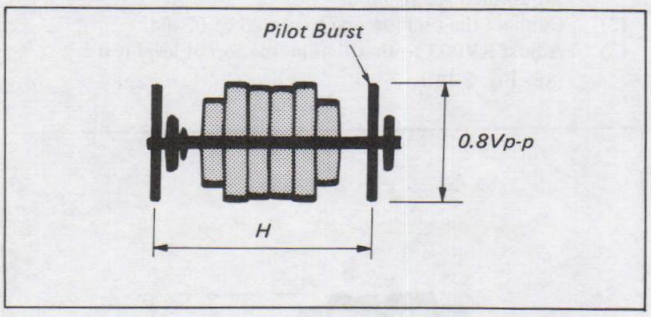

Fig. 5-38. Pilot burst adjustment
(3) Adjust RV011 so that the level of the chroma signal becomes equal to the one of the burst signal. (See Fig. 5-38.)